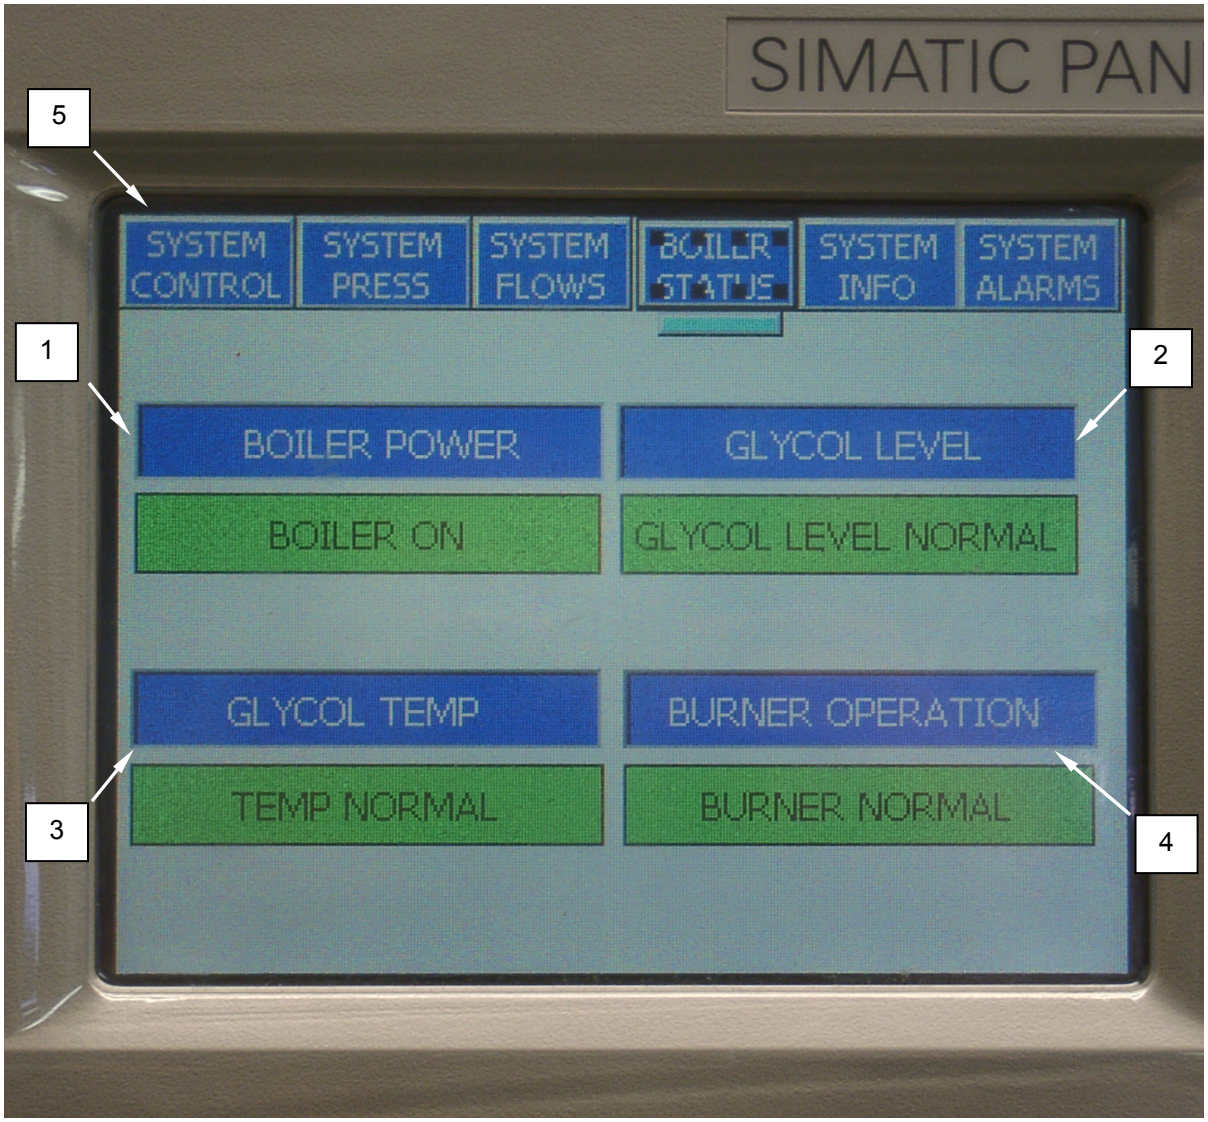

Figure 19. Boiler Status Display.
The PLC will show the display in Figure 19. The green bars indicate the status of the boiler electrical power **(Figure 19, Item 1)**, boiler glycol level **(Figure 19, Item 2)**, boiler glycol temperature **(Figure 19, Item 3)**, and burner operation **(Figure 19, Item 4)**. The PLC indicates normal operation by displaying green. The PLC monitors the boiler glycol level, glycol temperature, and burner control module. In the event of an alarm condition the PLC will display this item in RED and generate an alarm. See the alarm section for further details.
2. Press System Control **(Figure 19, Item 5)** to return to the System Control menu.